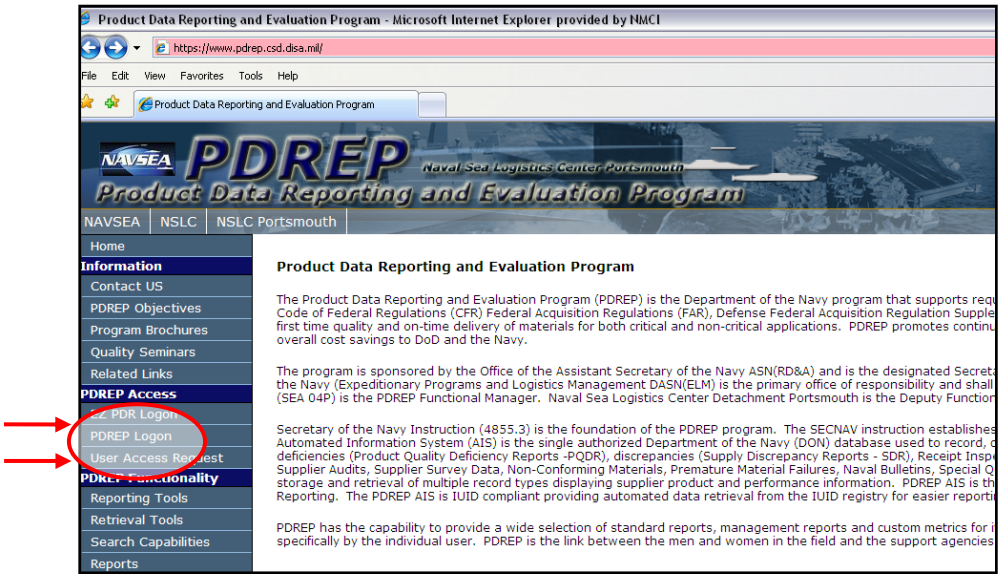

Figure 1.1
b. The display in Figure 1.1 will appear: